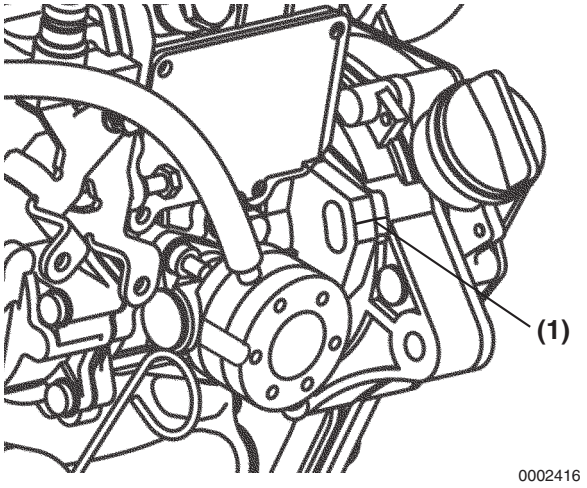

Figure 7-19
6. Align the reference marks **(Figure 7-19, (1))** made during disassembly on both the fuel injection pump mounting flange and gear case. If installing a replacement fuel injection pump, align the manufacturer-applied mark on the pump mounting flange with the mark made on the timing gear cover.